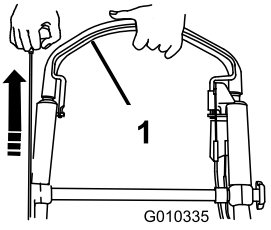

Figur 14
2. Håll knivstyrstången mot handtaget och dra i startsnöret (Figur 14).